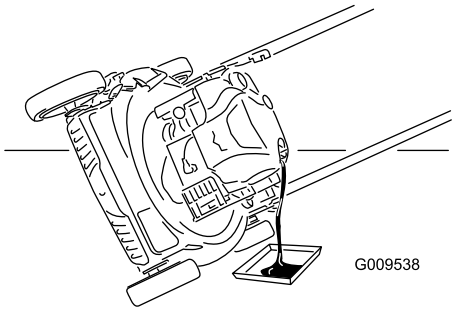

Bild 27
7. Kippen Sie die Maschine zur Seite, der Einfüllstutzen zeigt nach unten, um das Altöl über den Einfüllstutzen in eine Auffangwanne abzulassen (Bild 27).